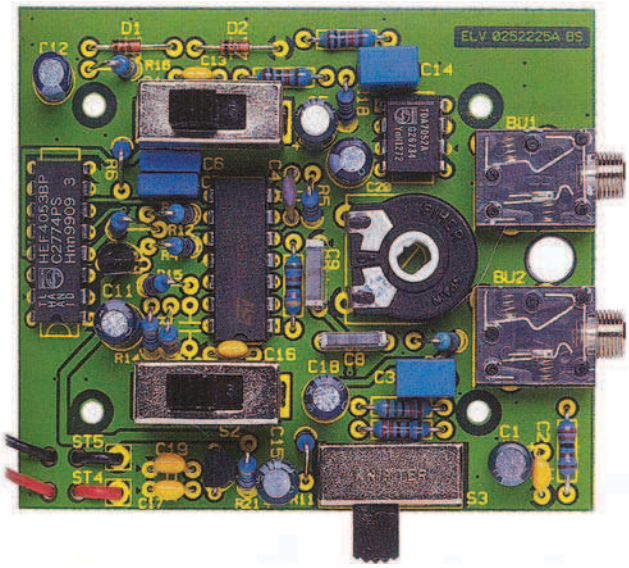

Figura 5 *5- Disposizione dei componenti sul circuito stampato.*
L'amplificatore per microfono è costituito da una basetta a strati **(Figura 4)** che garantisce una valida schermatura dai disturbi esterni. È bene cominciare l'assemblaggio partendo dai componenti di dimensioni minori (diodi, resistenze,…) per poi proseguire con i componenti di dimensioni superiori (come i circuiti integrati). Sul lato inferiore della basetta vengono saldati i collegamenti tra i vari componenti; i fili sporgenti devono essere tagliati, prestando attenzione a non danneggiare i punti di saldatura **(vedere Figura 5)**. È indispensabile installare i semiconduttori ed il condensatore elettrolitico rispettando le giuste polarità: i diodi hanno il catodo contrassegnato con un cerchio, nel condensatore elettrolitico invece risulta evidenziato il polo negativo. Infine, i circuiti integrati (IC) devono essere collocati in modo che le tacche sulla loro custodia corrispondano con la serigrafia presente sulla basetta. Per ultimi si installano l'interruttore a scorrimento e le prese. I cavi di collegamento del clip della batteria devono essere condotti attraverso gli appositi fori della basetta (si veda la figura) e saldati a ST4 (morsetto +) con il cavetto rosso ed a ST5 (morsetto -) con il cavetto nero. Segue poi l'installazio-